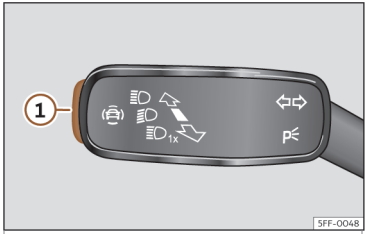

Fig. 65 Sulla leva degli indicatori di direzione e degli abbaglianti: chiave per i sistemi di assistenza alla guida (a seconda delle versioni).
• Premere brevemente il tasto>>> fig. 65 ① per aprire il menu **Assistenti**.